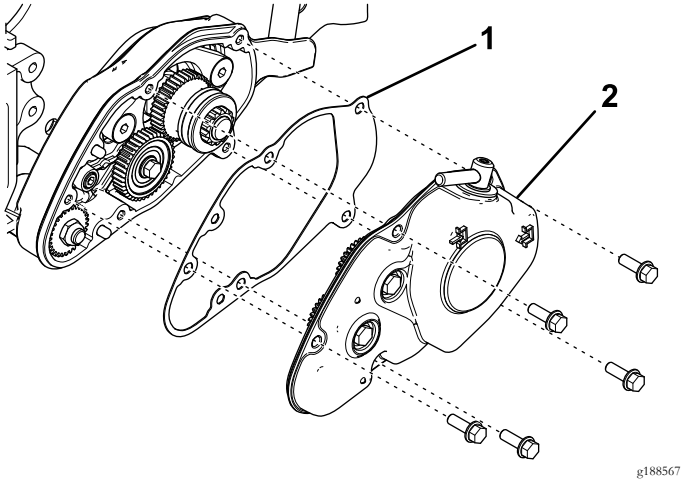

**Figur 1**
3. Ta bort trimsatshusets kåpa och packningen (Figur 1).